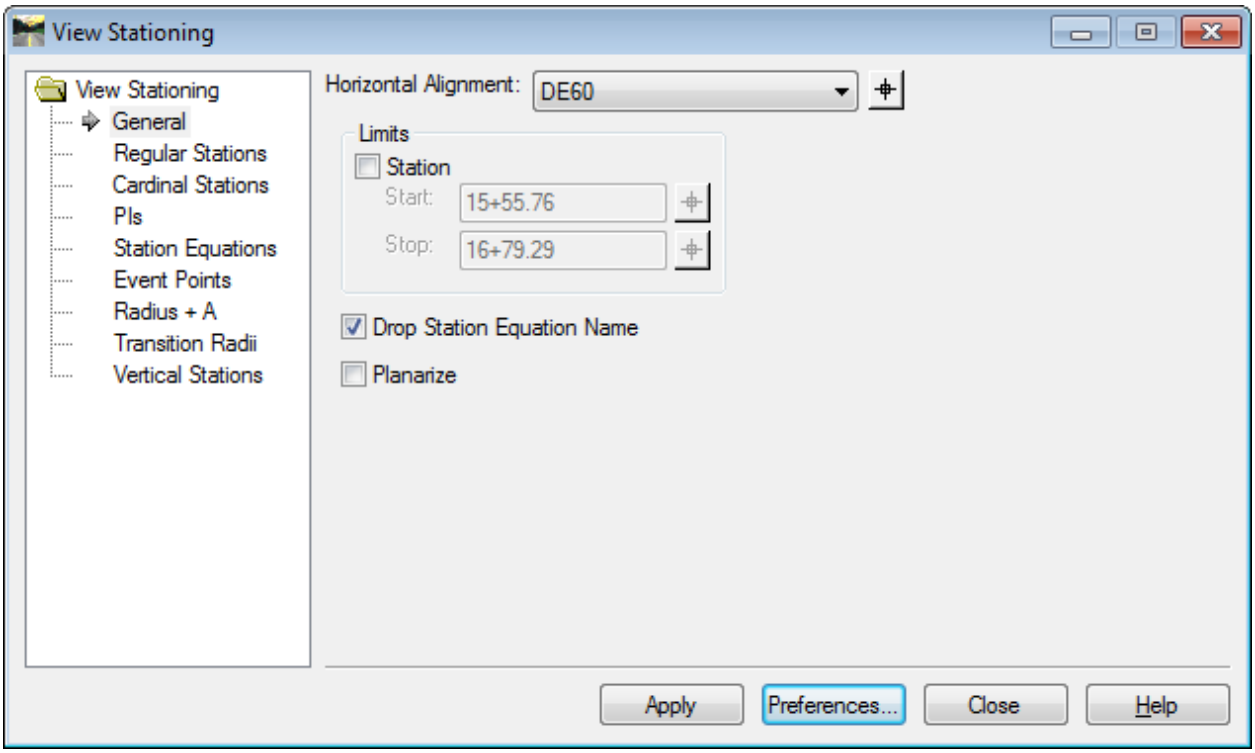
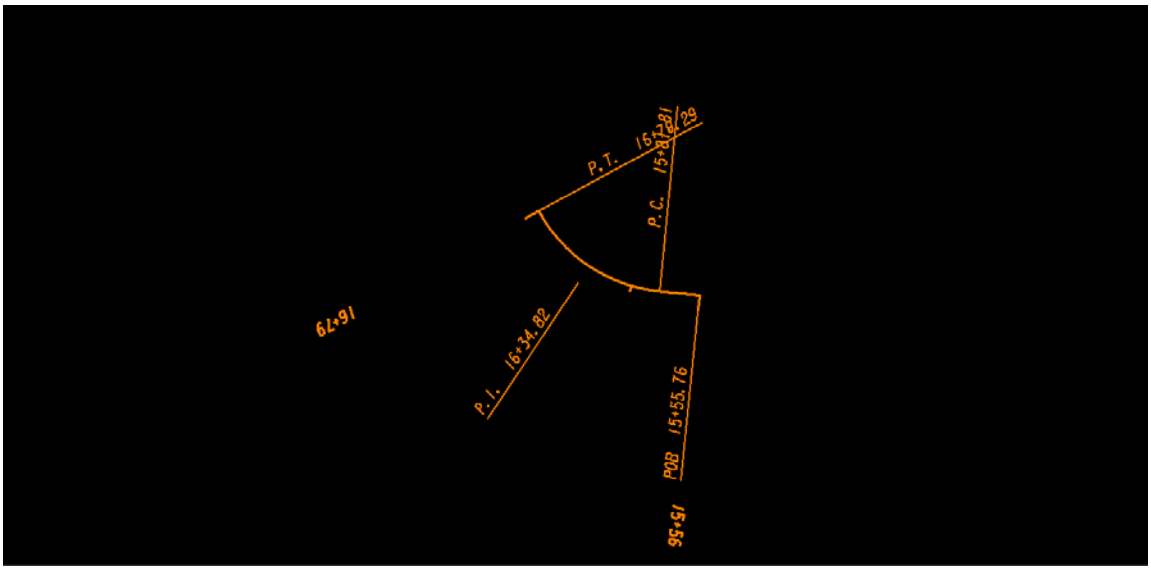

Figure L5-12 View Stationing
Figure L5-13 MicroStation View
22.	**Station the Alignment.** • In InRoads, select **Geometry ► View Geometry ► Stationing**. The **View Stationing** dialog opens. • Load the **SIDECL** preference. This may be accomplished by clicking the **Preferences** button, highlighting the preference **SIDECL** and clicking **Load** and **Close** in the **Preferences** window. • In the **View Stationing** dialog, ensure **DE60** is shown in the **Horizontal Alignment:** entry field as shown in *Figure L5-12*. • Click **Apply** and **Close**. • Verify your view in MicroStation matches that shown in *Figure L5-13*. ***NOTE**: At this point MicroStation is used to clean up overlapping text.